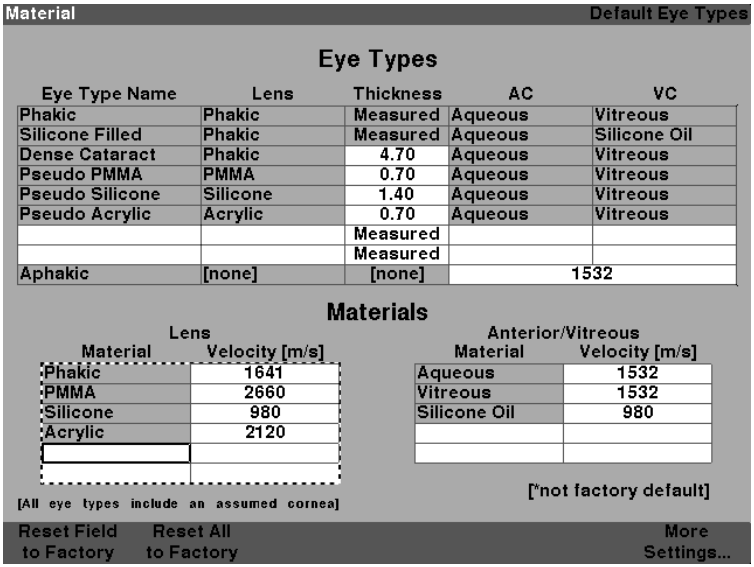

Figure 5-4 Selecting a Cell to Enter New Lens Material
2. Press the knob to activate the Lens Material table. The table is activated when it is surrounded by a dashed border as shown in Figure 5-4 below.